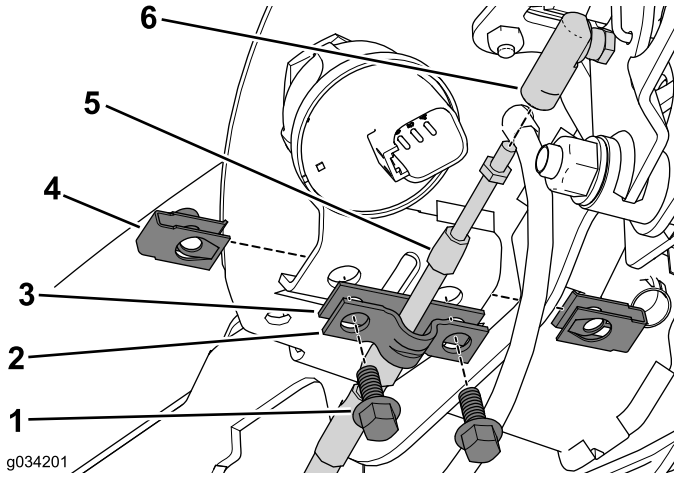

Rysunek 5
1. Wykręć 2 śruby i nakrętkę zaciskową mocujące zacisk linki i podkładkę do zespołu konsoli (Rysunek 5).
2. Zachowaj na później zacisk linki; podkładkę możesz wyrzucić (Rysunek 5).
3. Odłącz linkę blokady położenia neutralnego od złącza linki (Rysunek 5).